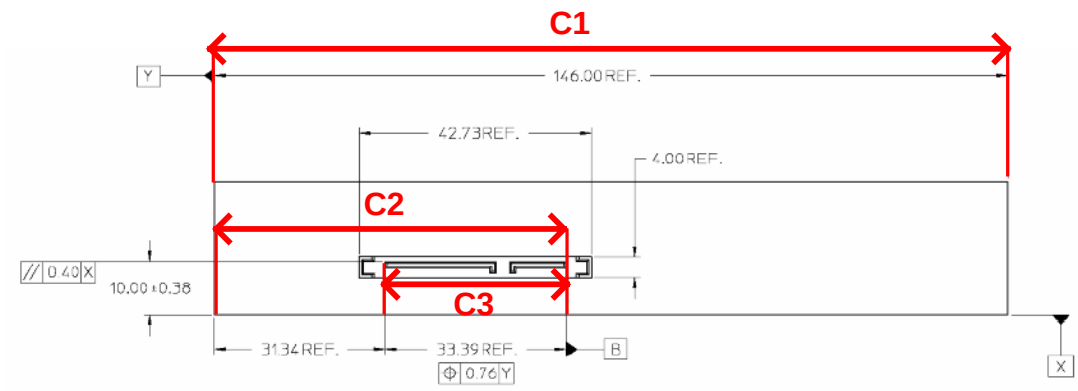

Figure 2
1. Using the outside measurement jaw of the calipers measure the value of *C1* as shown in Figure 2. Record the value of *C1*.
2. Using the outside measurement jaw of the calipers measure the value of *C2* as shown in Figure 2. Record the value of *C2*.
3. Using the outside measurement jaw of the calipers measure the value of *C3*, the width of the device plug connector as shown in Figure 2. Record the value of *C3*.